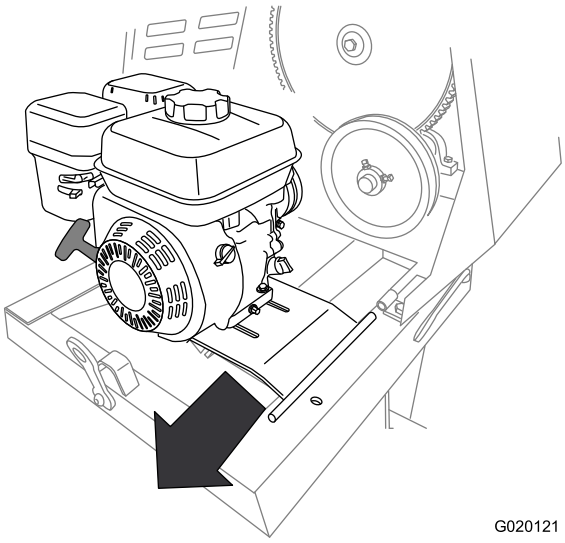

Figure 62
9. Poussez le plancher moteur en arrière et sortez-le du support de charnière avant (Figure 62).
10. Déposez le moteur et le plancher moteur de la machine (Figure 62).
2. Alignez le pivot du plancher moteur sur le support de charnière avant (Figure 62).
3. Poussez le plancher moteur en avant et le pivot dans le support de charnière avant (Figure 62).
4. Alignez le support de charnière arrière sur le pivot de la charnière du plancher moteur (Figure 62).